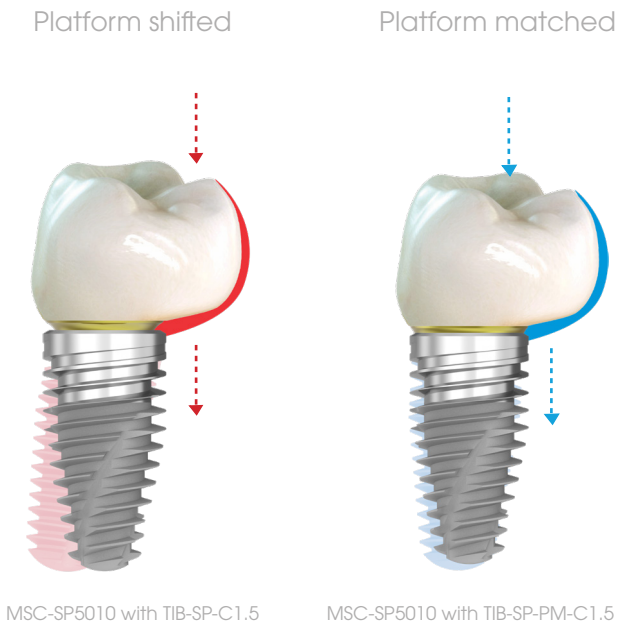

Fig. 2: excessive cantilevers - use platform matched components to compensate for non-ideal crown-implants ratios.
- excessive cantilevers can't be avoided (Fig.2).